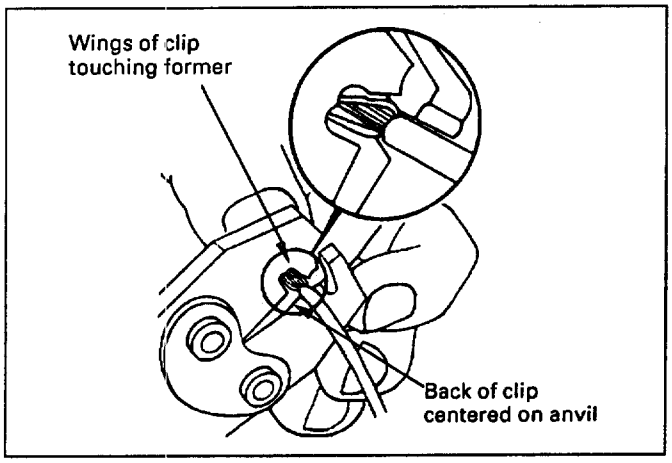

Fig. 8-18
- Make sure that the clip and wires are still in the correct position. Then, apply steady pressure until the crimping tool closes (Fig. 8-18).